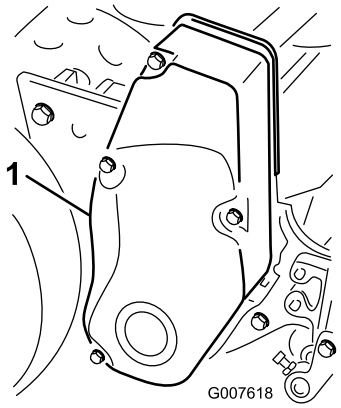

Figur 35
1. Afmonter remskærmens monteringsskruer og remskærmen for at frilægge remmen (Figur 35).